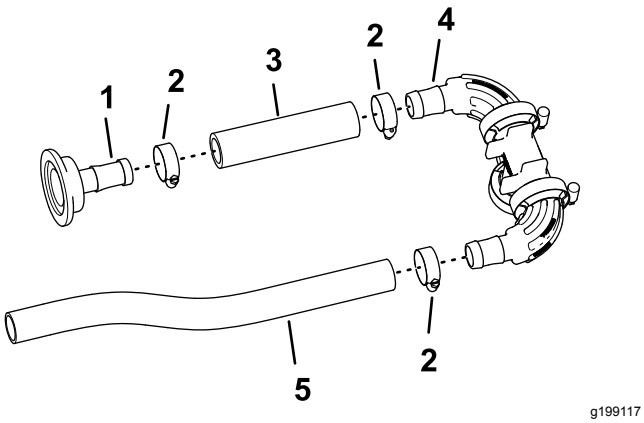

Figur 88
1. Monter slangen (1 x 5 3/4 tomme) på den rette slangemothaken (1 x 2 tommer) med en slangeklemme (3/4–1 1/2 tomme), og stram klemmen for hånd (Figur 88).
2. Monter den andre enden av slangen (1 x 5 3/4 tomme) på koblingen med mothaker på manifolden med en slangeklemme, som vist i Figur 88. Stram slangeklemmen for hånd.
3. Monter slangen (1 x 16 tommer) på den andre koblingen med mothaker på manifolden med en slangeklemme, og stram klemmen for hånd (Figur 88).